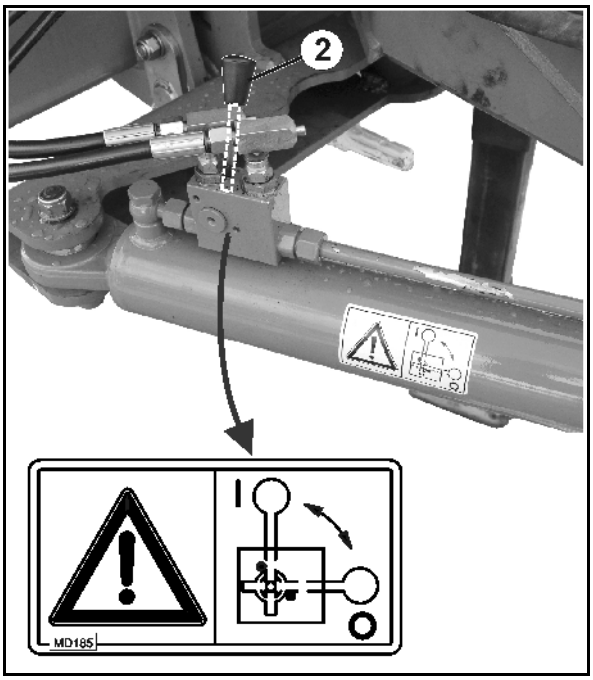

Fig. 61
1. Set the steering drawbar to the central position (steering drawbar (Fig. 61/1) flush with machine).
4. Secure the steering draw bar by closing the stop tap (Fig. 61/2) in Position **0**.